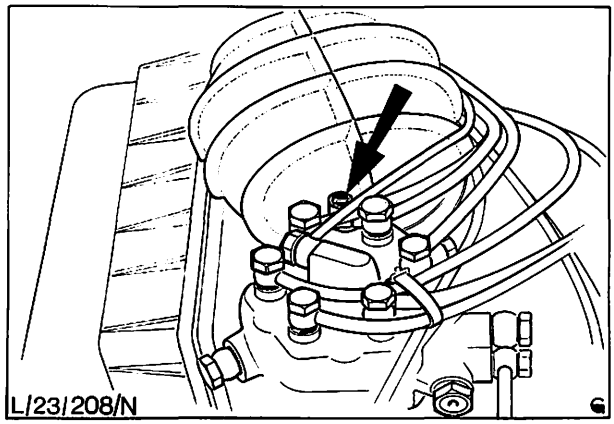

Abb. 67 Blindstopfen – Gemischregulierschraube
7. Blindstopfen von der Gemischregulierschraube entfernen, Abb. 67.